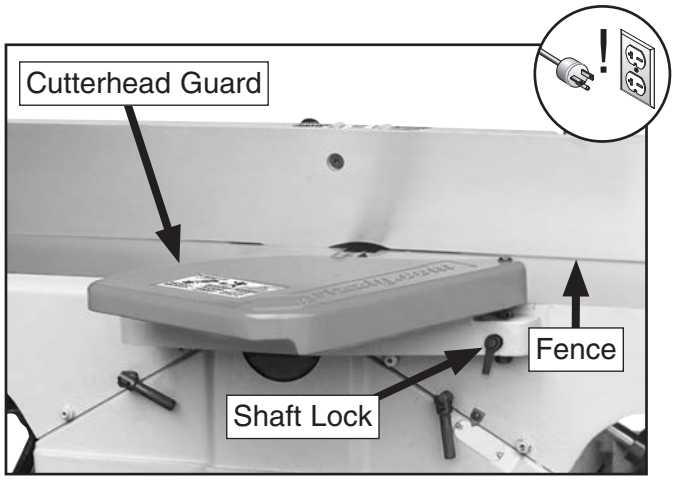

Figure 78. Cutterhead guard components.
2. Set fence to 90° and move it all the way back, then pull cutterhead guard (see **Figure 78**) back and let it go.
3. Loosen shaft lock (see **Figure 78**). Move guard so it is resting against fence, and 1/16" above infeed table.